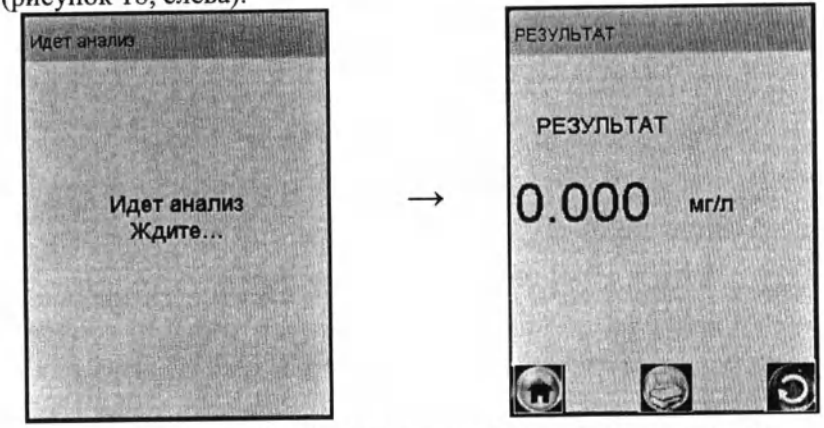

Рисунок 18 – Предъявление результата измерения
2.7.14 После отбора пробы воздуха производится измерение массовой концентрации паров этанола в отобранной пробе, при этом на экране отображается сообщение «**Идет анализ Ждите…**» (рисунок 18, слева).
После того как анализ пробы произведен, в сопровождении щелчка срабатывания заборной системы, на экране предъявляется результат измерения массовой концентрации паров этанола (алкоголя) в отобранной пробе выдыхаемого воздуха (рисунок 18, справа).